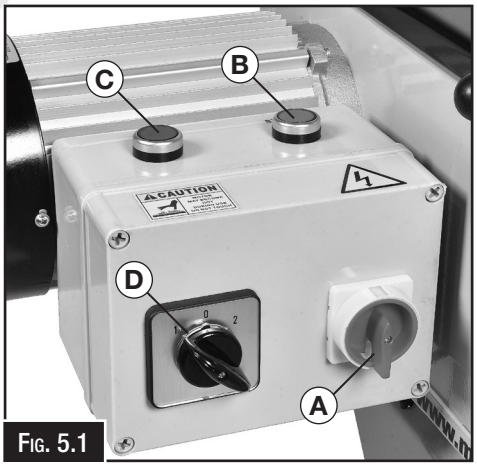

Fig. 5.1
A **Isolating Switch:** Disconnects the power to the machine. (Fig. 5.1)
- **2.** High Speed (Fig.5.1)